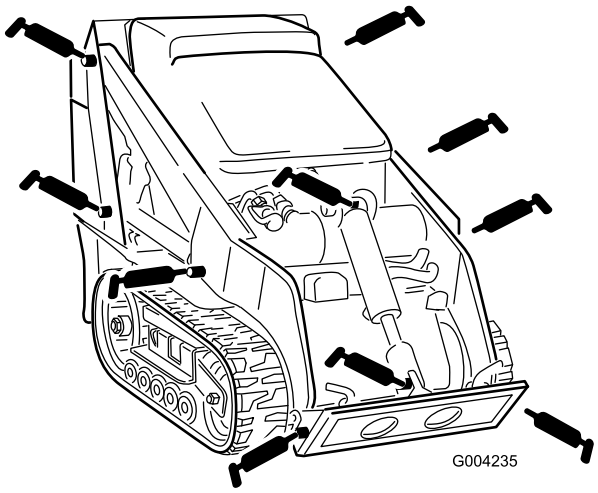
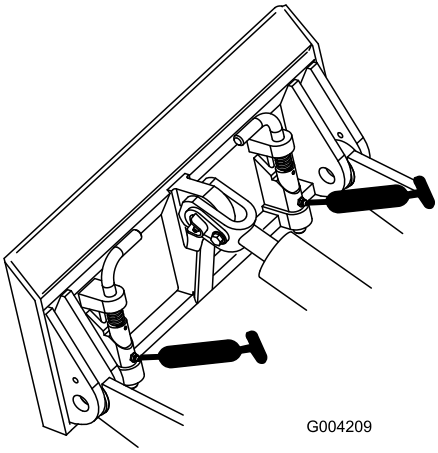

Figuur 31
Figuur 32
3. Sluit een smeerpistool aan op elke smeernippel (Figuur 31 en Figuur 32).